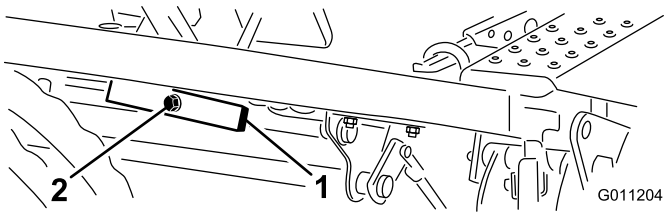

Figur 43
1. Løsne mutteren på baksiden av løftetappen (Figur 43).
2. Roter den eksentriske skruen (Figur 43) for å heve eller senke fjæren for løftetappen, og likestill løftetappen og pedalene.